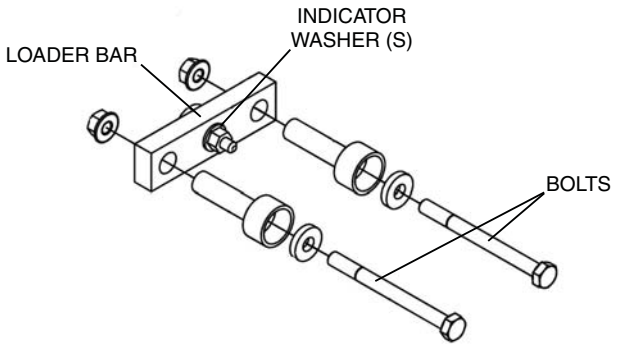

Fig. 57 — SCR Installation
4. Finger tighten the clamp. Ensure both bolts are tightened an equal amount so that the loader bar is square in the heatsink. See Fig. 57.
5. Tighten the bolts equally in $^1/_8$ turn increments until the indicator washer(s), which are under the nut(s) in the center of the loader bar becomes loose indicating that the clamp is tight. See Fig. 57. On the loader bars with two indicator washers, it may be necessary to tighten or loosen one side of the clamp to get both indicator washers free. Reconnect the red (cathode) wire from the SCR and the white (anode-gate) wire to the appropriate location on the firing card (i.e., SCR1 wires to firing card terminal G1-white wire, and K1-red wire).